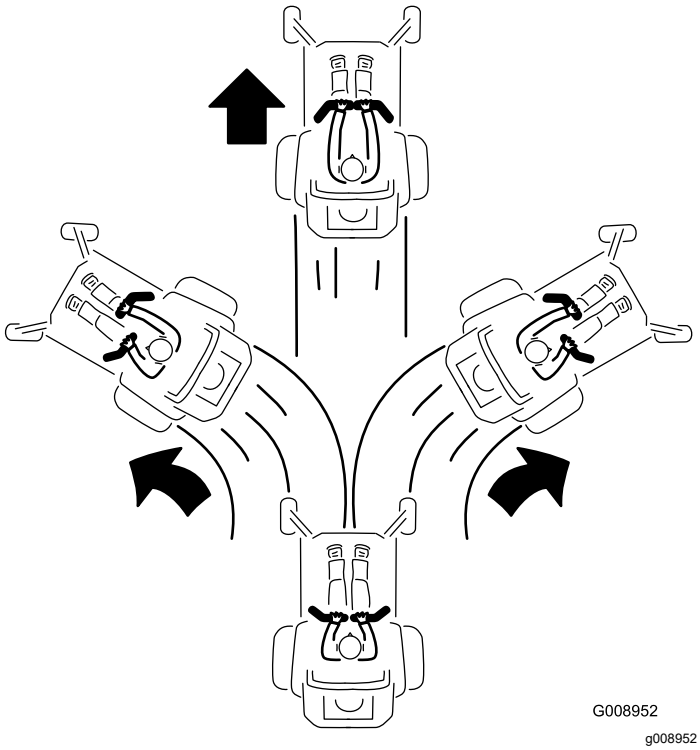

Rysunek 26
3. Aby jechać do przodu, powoli przesuń do przodu dźwignie kierowania (Rysunek 26).